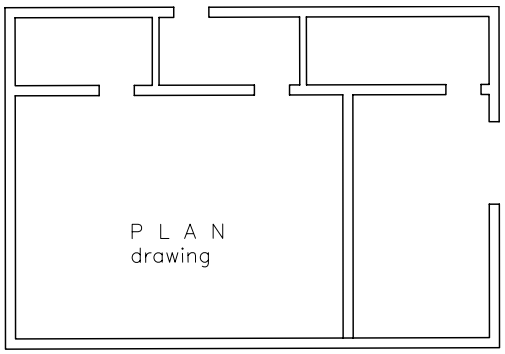
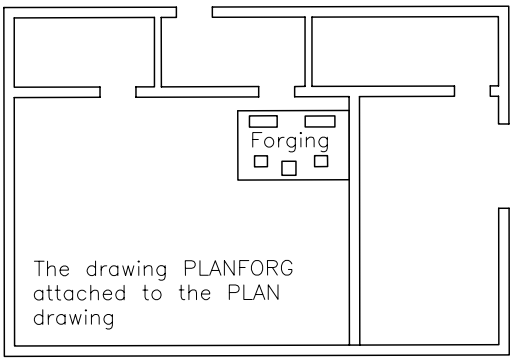

Figure 2-21 *The PLAN drawing*
Figure 2-22 *The PLAN drawing after attaching the PLANFORG drawing*
4. Open the drawing file PLAN, refer to Figure 2-21, and select the **Attachment** radio button in the **Attach External Reference** dialog box, which is displayed when you select the PLANFORG drawing in the **Select Reference File** dialog box to attach it as an xref to the PLAN drawing. You will notice that only the PLANFORG drawing is attached, refer to Figure 2-22. The drawing that was overlaid in the PLANFORG drawing (PLAN) does not appear in the current drawing. This way, the CAD operator working on the PLANFORG drawing can overlay the PLAN drawing, and the CAD operator working on the PLAN drawing can attach the PLANFORG drawing, without causing a circular reference.